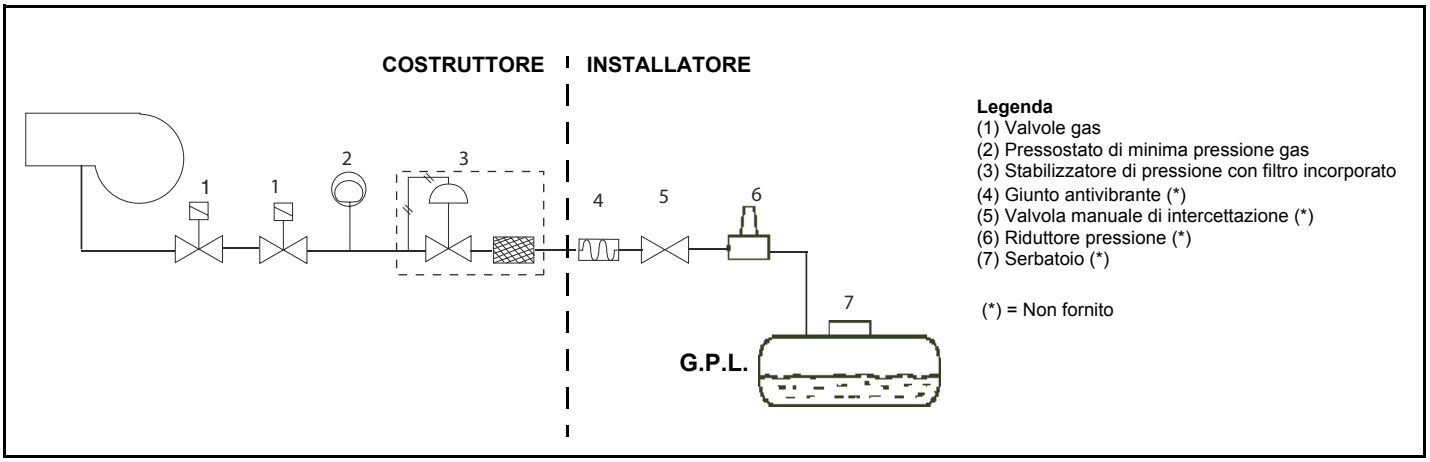

Fig. 4
***PERICOLO! Una rotazione errata del motore puà provocare gravi danni a persone e cose.ATTENZIONE: una volta montata la rampa secondo lo schema riportato in Fig. 4, deve essere effettuata la prova di tenuta del circuito gas, secondo le modalità previste dalla normativa vigente.***